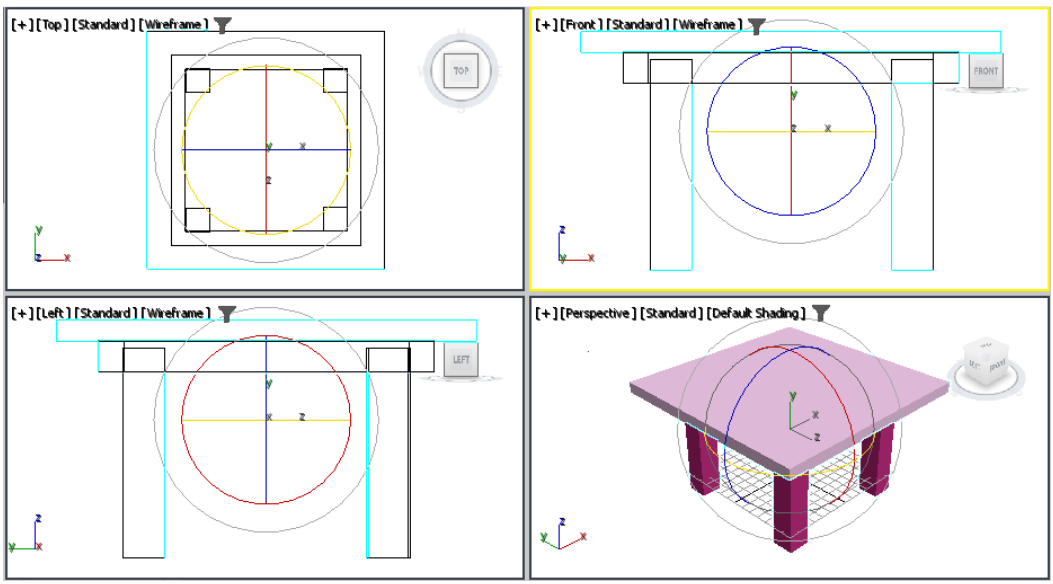

Figure 5-8 *Table rotated upright to stand on its legs*
3. Right-click on the **Select and Rotate** tool in the **Main Toolbar**; the **Rotate Transform Type-In** dialog box is displayed. Set the value **180** in the **Z** spinner in the **Offset:Screen** area of this dialog box and then press the ENTER key; *Table* is rotated in upright position, as shown in Figure 5-8. Next, close this dialog box.
4. Invoke the **Zoom Extents All** tool from viewport navigation controls; *Table* is zoomed to its extents in all four viewports, refer to Figure 5-8.